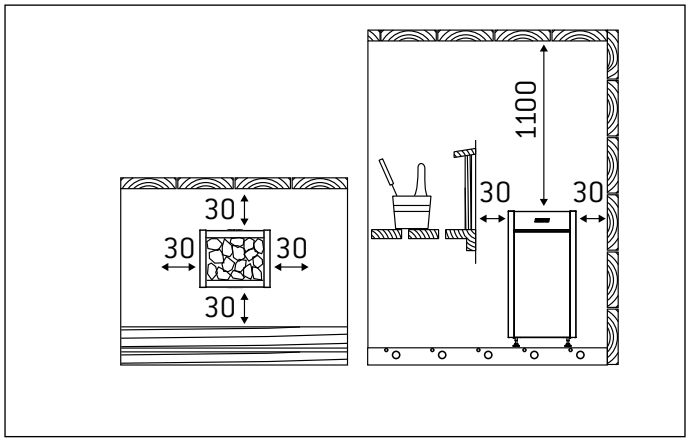

Рисунок 4. Расстояния безопасности (все размеры приведены в миллиметрах)
- При расположении каменки выполняются условия минимальных расстояний, изображенных на рис. 4 и указанных в таблице 2.
Минимальные безопасные расстояния показаны на рис. 4. **При установке каменки обязательно соблюдение указанных значений. Несоблюдение указанных значений влечет за собой риск возгорания.**